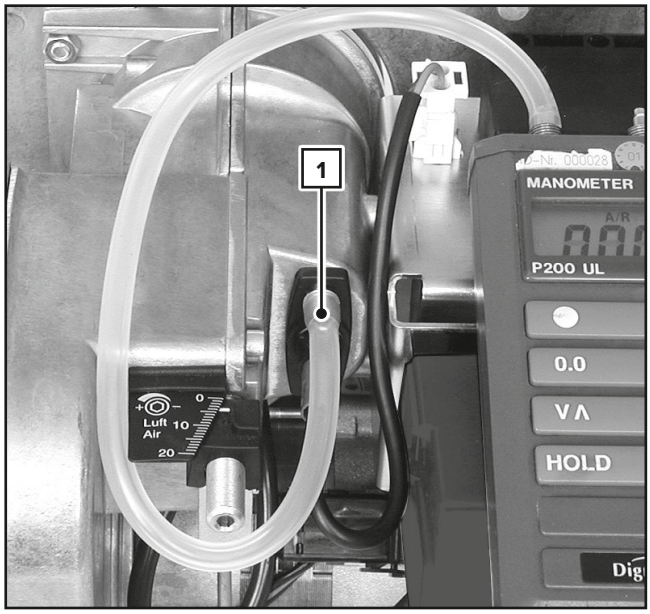

Afbeelding 17
- De ventilatordruk wordt gemeten bij drukmeetnippel (zie afb. 17).